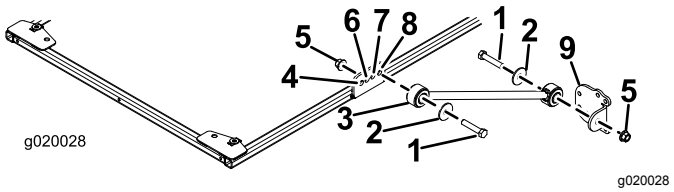

Figuur 20
- Voor modellen 03820, 03821, 30604, 30605, 30608 en 30609 monteert u aan elke zijde van het zonneschermframe losjes een steun in het **achterste** gat van de steunbeugel. Gebruik een bout (½" x 2½"), een ring (½") en een flensmoer (½") zoals in Figuur 20.
8. Monteer losjes een steunbeugel aan de steunen; gebruik hiervoor een bout (½" x 2½"), een ring (½") en een flensmoer (½"); zie Figuur 20.